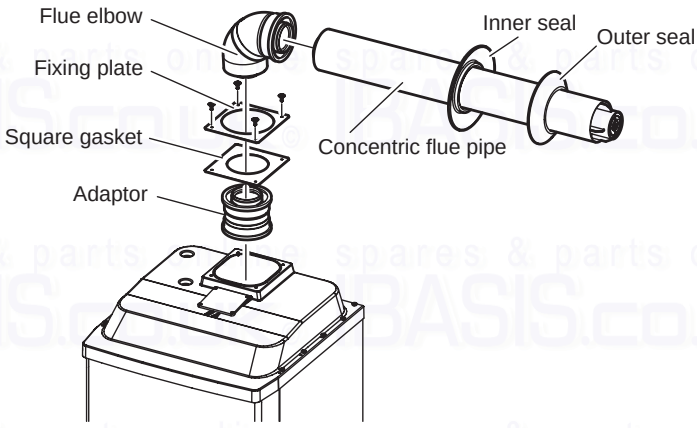

Fig. 19
***Horizontal through the wall concentric flue kit - see Figs. 19 and 20.***
Fig. 19 shows the flue kit parts that need to be fitted to the boiler to ensure the room sealed concentric flue can be used.